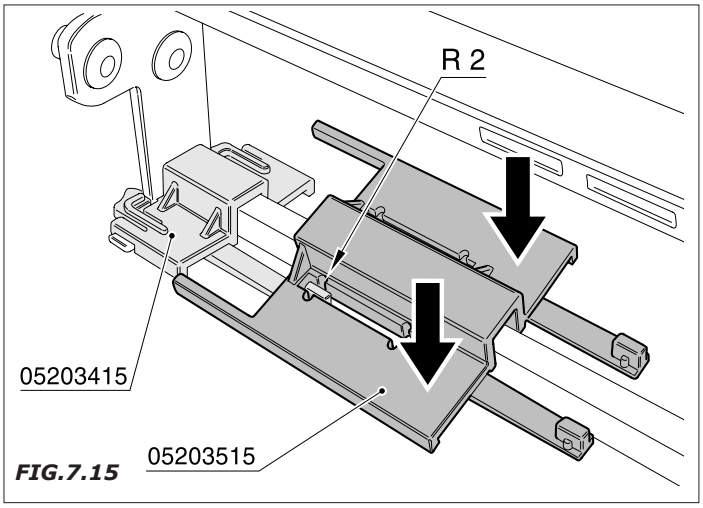

FIG.7.15
- Apoyen el detalle 05203515 según lo indicado en la figura y hagan coincidir la referencia R2 con el trinquete ref. N1 del detalle 05203415 *(Fig. 7.15)*.